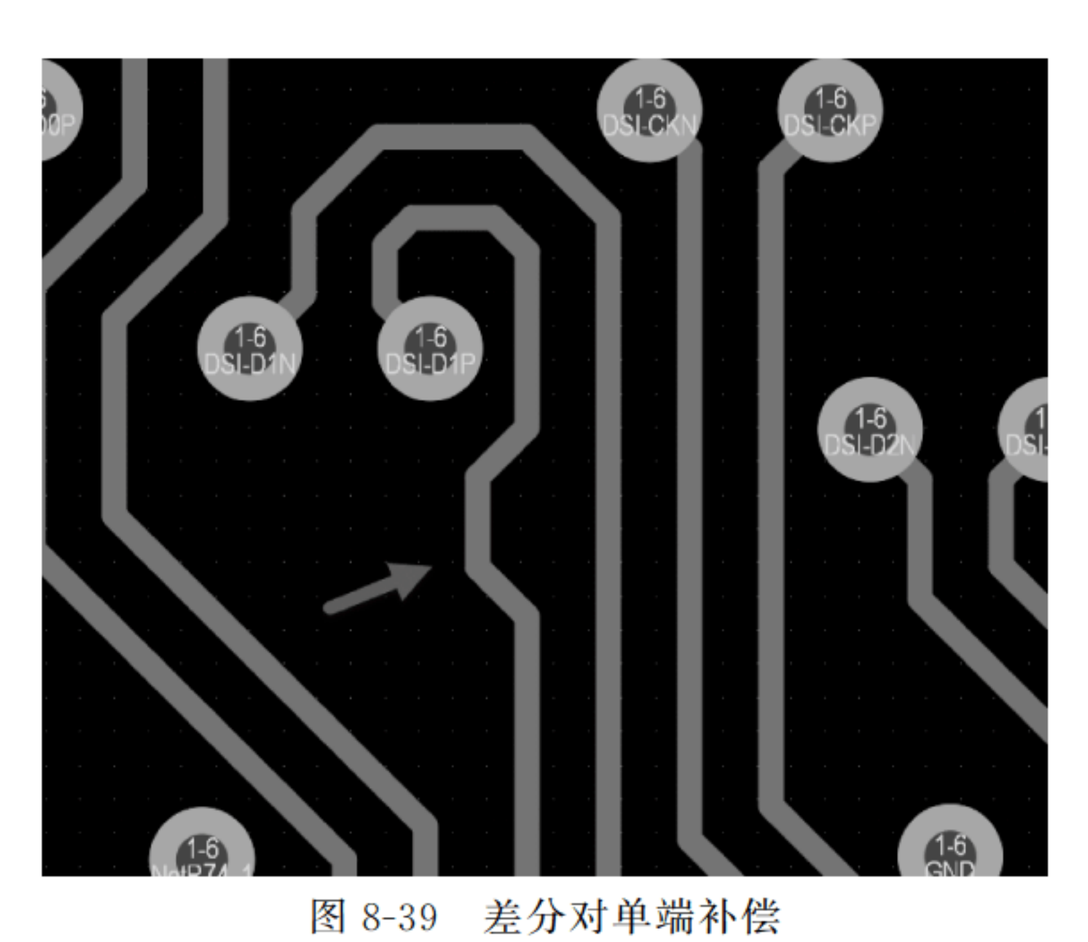

图 8-39 差分对单端补偿
(1) 进行差分对内等长。由于 LCM 为差分信号,所以等长时需先将差分对内信号的长度误差严格控制在 5mil 以内,在线长不匹配的一端进行单端补偿,如图 8-39 所示。